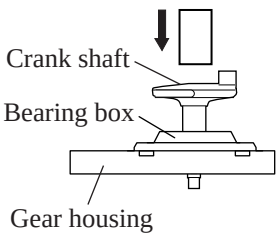

Fig. 28
(2) Mount crank shaft by pressing through ball bearing 6205LLU with arbor press. See Fig. 28.